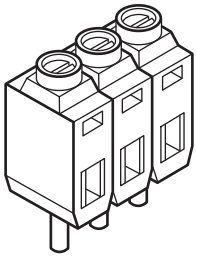

**Fig. 12.3**
**(iv)** Fig. 12.3 shows a screw terminal block that can be used to make connections to a circuit board.